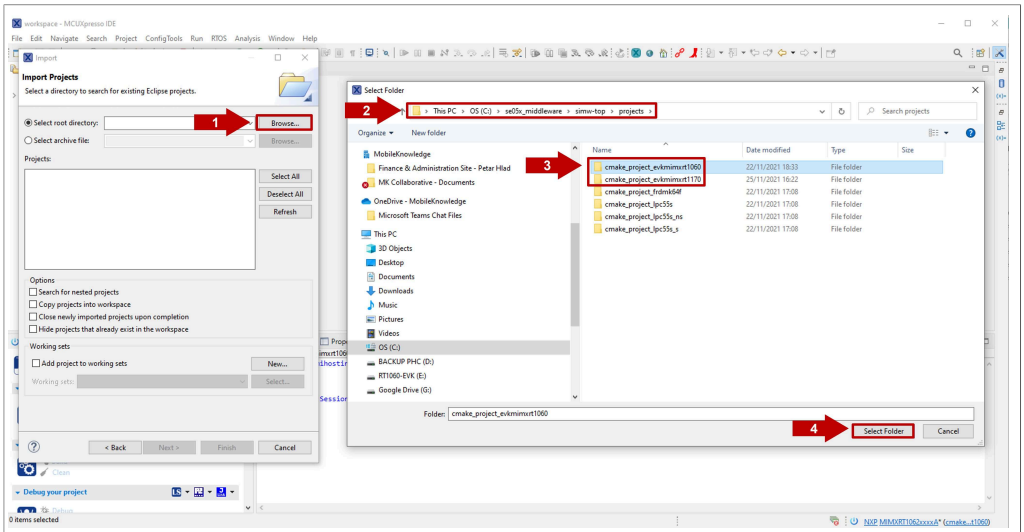

Figure 40. Select project folder for your board
3. In the *Select root directory* option, (1, 2) browse to the location of your i.MX RT1060/1170 projects directory (in our case *C:\se05x_middleware\simw-top\projects*), then (3) select the *cmake_projects_evkbimxrt1060* if you are using the i.MX RT1060
board or the *cmake_projects_evkbimxrt1170* project if you are using the i.MX RT1170 board. Finally, (4) click *Select folder* as shown in Figure 40: